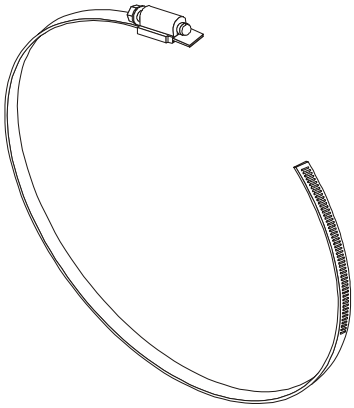

Figure B-4. Metal Strap Clamp
- Two metal strap clamps (see *Figure B-4*)